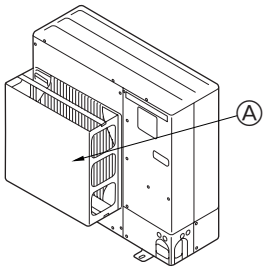

Fig. 2-4
② Ünite, tayfun ve başka nedenlerden oluşan güçlü rüzgârların doğrudan hava çıkışına girebileceği bir yere monte edilmişse, isteğe bağlı olarak sağlanan bir hava kılavuzu monte edin. (Fig. 2-4)